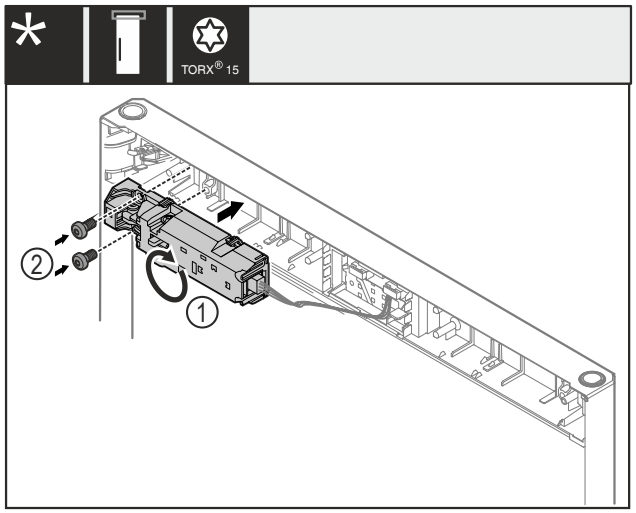

Fig. 24
▶ 将遥控锁 *Fig. 24 (1)*转动 180°，然后安装在对面。
▶ 将遥控锁 *Fig. 24 (1)*用螺钉 *Fig. 24 (2)*固定。